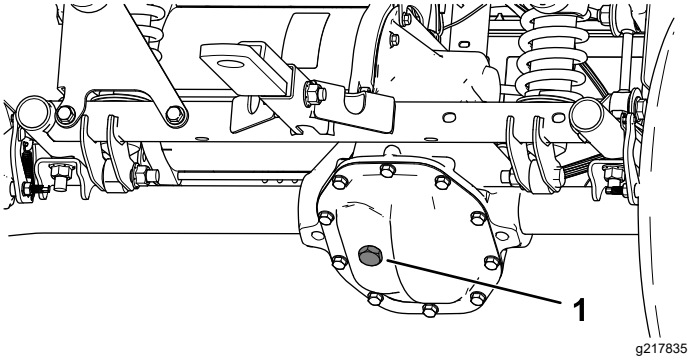

Figur 48
4. Fjern påfyldningsproppen på transakslen (Figur 48).
5. Hvis væskestanden er lav, skal du fjerne påfyldningsproppen og påfylde den angivne væske, indtil den løber ud af hullet (Figur 48).
4. Fjern påfyldningsproppen på gearkassen, og påfyld gearkassen med den angivne væske, indtil den løber ud af påfyldningshullet (Figur 48).